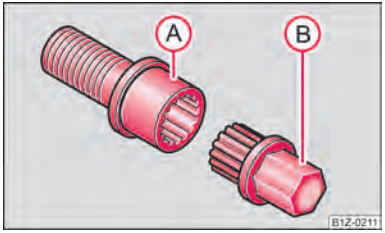

Fig. 169 Illustration image: Safety wheel bolt with adapter
– Insert the adapter Ⓑ with its toothed side fully into the inner toothing of the safety wheel bolt Ⓐ right down in such a way that only the outer hexagon is jutting out ⇒ fig. 169.